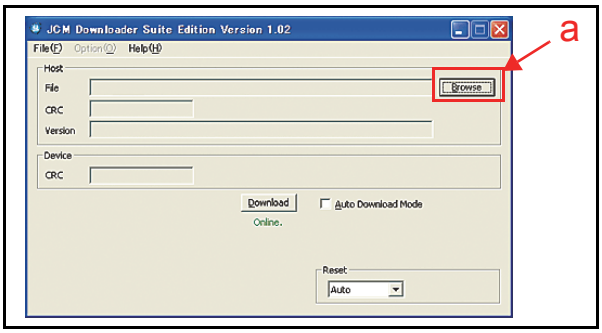

Figure 6-19 Browse Screen Button Location
Once activated, "Download" will occur, the "JCM Downloader Suite Edition Version X.XX" will automatically begin functioning, and the Screen shown in Figure 6-19 will appear.
7. Mouse-click on the "Browse" Screen Button (See Figure 6-19 a).